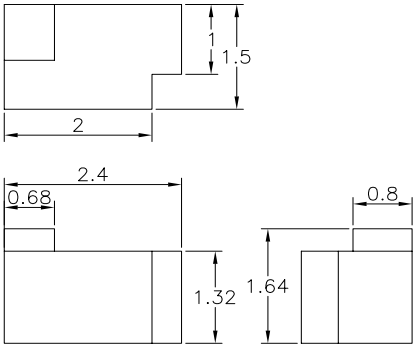

Figure 17-6 *Place dimensions between views*
2. Place dimensions between the views when possible, refer to Figure 17-6.